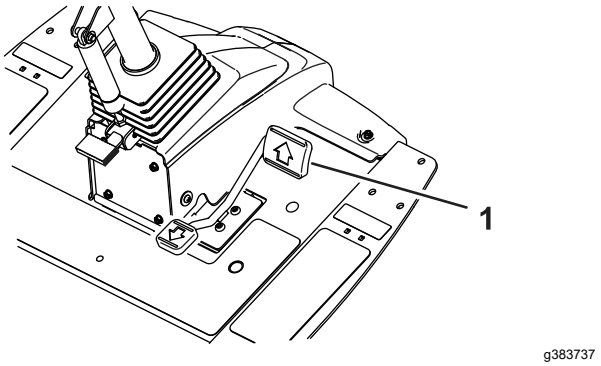
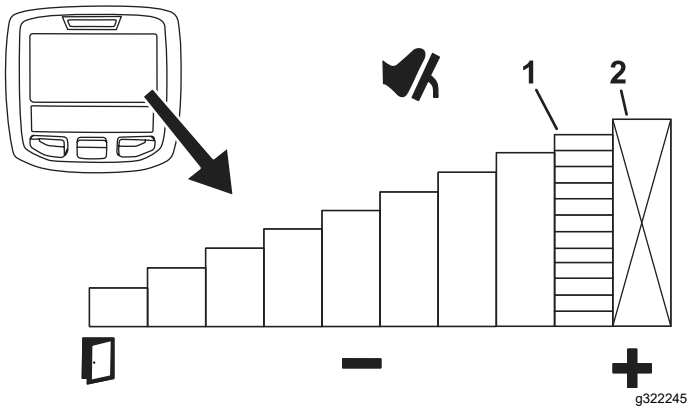

**Figuur 49**
**Figuur 50**
Om tijdelijk de maximale snelheid van de machine in te stellen, duwt u het tractiepedaal volledig naar voren (Figuur 49). U kunt een afzonderlijke snelheid instellen voor het maaibereik en het transportbereik (Figuur 50).
- Deze functie is toegankelijk via de middelste knop op het hoofdscherm van het InfoCenter (Figuur 50).